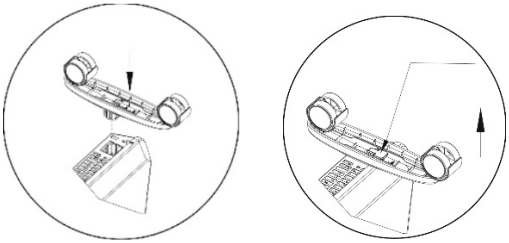

Рис. 1 Установка/снятие шасси
2. Зафиксируйте шасси на конвекторе (**Рис.1**).